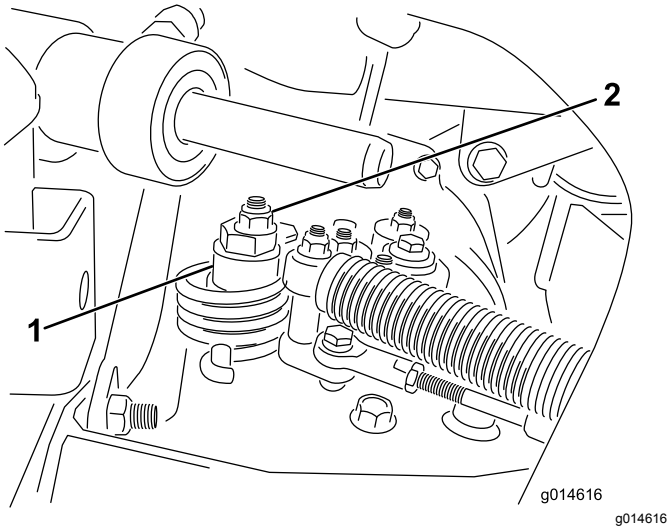

**Figur 40**
A. Lossa muttern som fäster excenterbulten på hydrostatens ovandel (Figur 40).
C. Vrid excenterbulten tills maskinen inte kryper i någon riktning. När hjulet slutar rotera drar du åt muttern som låser excenterbulten och justeringen (Figur 40). Kontrollera justeringen med gasreglaget i det LÅNGSAMMA och det SNABBA läget.